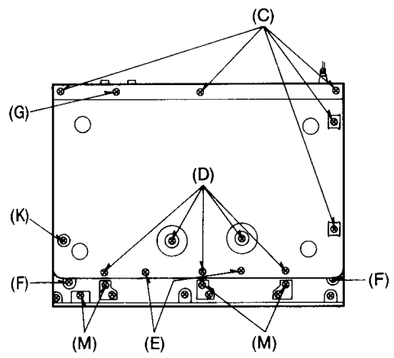

Fig. 2
Procedure 1 ➡ 3	• Remove 3 screws (H) and one screw (I). • Remove one screw (K) (see fig. 2).